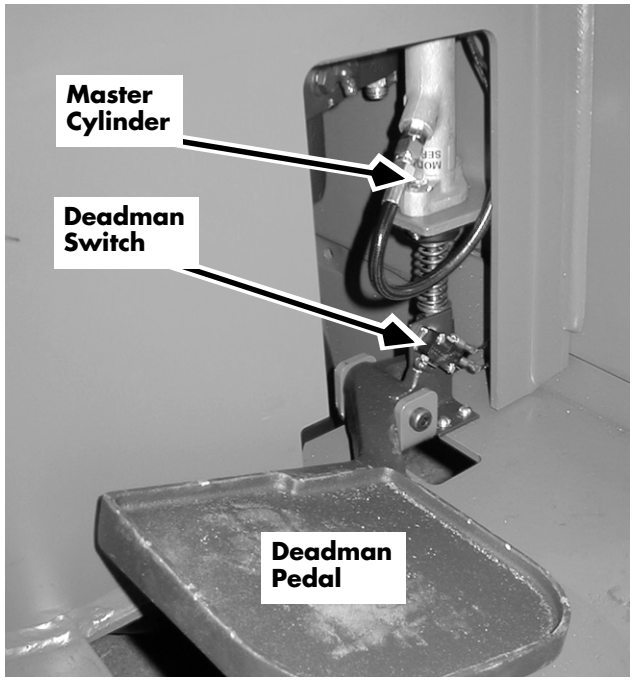

Figure 7-84: Brake Master Cylinder and Deadman Pedal (Series EZ shown)
a. Remove the nut (inside drive motor compartment) securing the master cylinder access cover. Remove the cover. See Figure 7-84 on page 7-104.